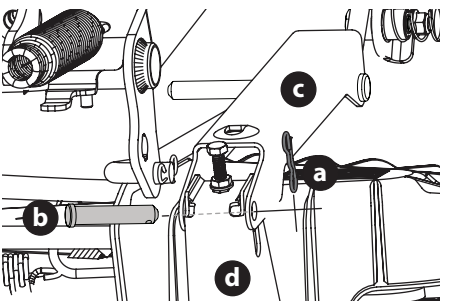

Fig. 44
a. Retirez les deux goupilles papillon (a) des axes de chape (b) qui fixent les supports du bras de levage (c) aux supports de levage du plateau arrière (d) sur le plateau. Retirez les axes de chape (b) (Fig. 44).